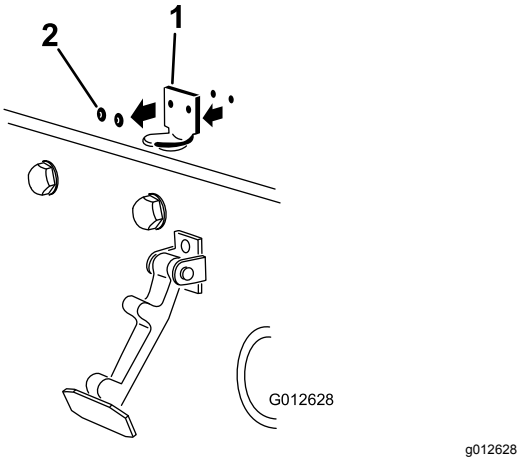

Figur 3
2. Ta bort de två nitarna som fäster motorhuvslåsfästet på motorhuven (Figur 3). Ta bort motorhuvslåsfästet från motorhuven.